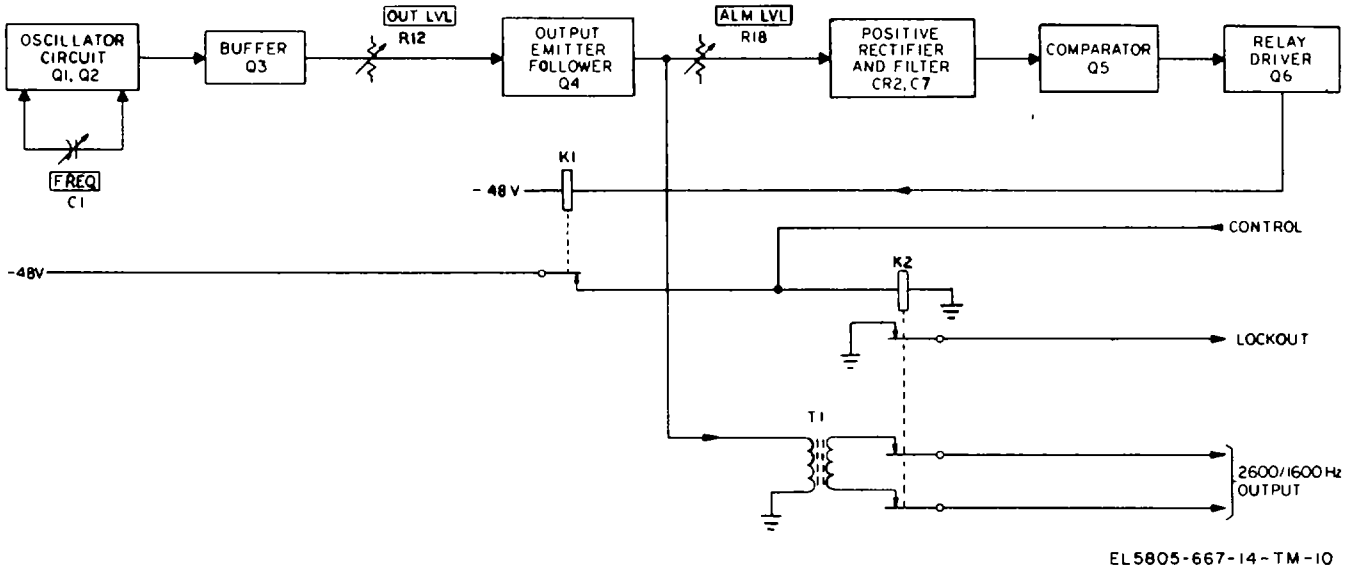

Figure 4-4. Signaling supply unit, functional block diagram.
(3) If SF-oscillator output signal levels drop below established threshold m both primary and standby SSU, K1 in each unit is deenergized, K2 m the primary unit is deenergized and K2 in the standby unit remains deenergized. Consequently, no signal is applied to the output terminals; battery is applied to OSC FAIL lamps in each SSU and relay contact transfers are provided for both external alarms (major alarm).
(4) SELECT switch S1, pressed on the SSU that is in standby condition, relay driver (Q6) output ground is applied through lockout circuit to primary SSU control circuit and K2-1, deenergizing K2, in turn removing inhibiting ground from standby SSU control circuit and K2. Standby K2 is energized and routes the signal through its contacts thus becoming the primary SSU while the alternate SSU becomes the standby Thus, manual switchover is completed.
(5) Failure of the standby SF-oscillator, and resulting deenergizing of K1 (in standby SSU), applies battery to OSC FAIL lamp CR10 and audible alarm DS1 and provides relay contact transfer for minor external alarm.
c. SSU (fig. 4-4) The SSU comprises oscillator circuit Q1/Q2, buffer Q3, output emitter-follower Q4, positive rectifier and filter circuit CR2/C7, comparator Q5, relay driver Q6, alarm and output control relay K1, and output transformer T1.
(1) The oscillator circuit's frequency determining LC network (Q1/Q2 emitter circuit) contains variable capacitor C1, which adjusts the oscillator's frequency; variations of ± 1 to ± 5 Hz can be obtained.
(2) The signal output from Q1/Q2 is applied through buffer Q3 to output emitter-follower Q4. Q3 isolates the oscillator circuit and provides proper signal transfer The input signal level to Q4 is adjustable by OUT LVL control R12, thus affecting the output signal level.
(3) Q4 output is applied to positive rectifier and filter CR2/C7 and, to T1. Signal input to CR2 is rectified and filtered, and the resultant positive dc level keeps comparator Q5 and relay driver Q6 in the on condition, energizing K1.
(4) ALM LVL control R18 adjusts the signal level applied to the rectifier, thus establishing the magnitude of the positive dc potential applied to Q4 With OUT LVL potentiometer (R12) set for a particular output level, and ALM LVL potentiometer (R18) set so that the positive dc potential just holds Q5 in the on condition, a small drop in signal level causes Q5 to turn off, turning off Q6 and deenergizing K1. The threshold at which Q5 turns off is set for a level nominally 2 db below the output level set by the OUT LVL potentiometer.